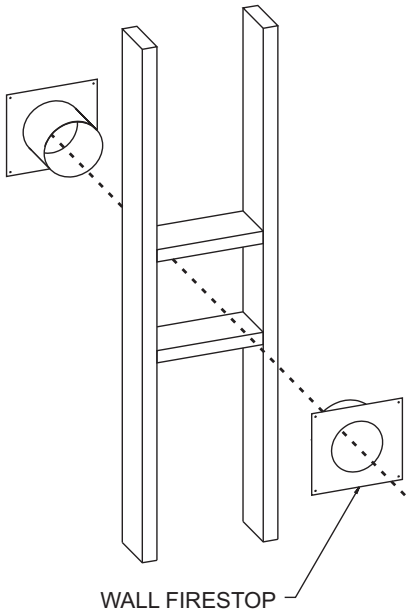

**Figure 31**
**Horizontal Firestops (Figure 31)**